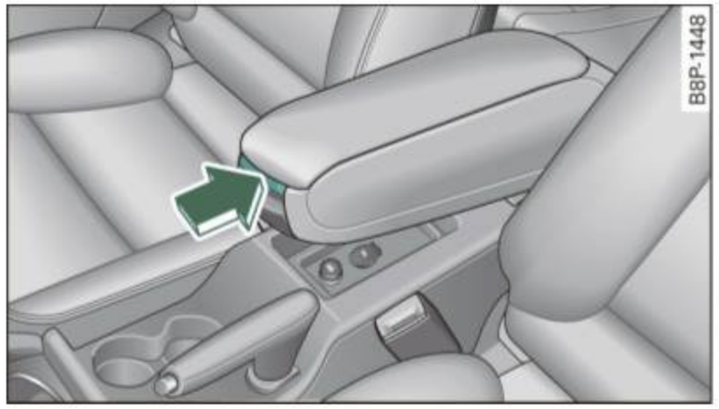

Fig. 78 Between the front seats: armrest folded down
– Pull the release button ⇒ fig. 78 upward.